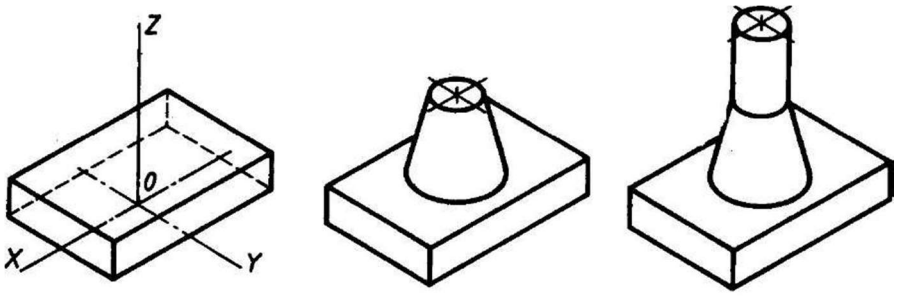

Рис. 3. Построение изометрической проекции детали на основе последовательного приращения объемов
3.Способ построения изометрической проекции на основе последовательного приращения (добавления) объемов применяется для выполнения изометрического изображения детали, форма которой получена из нескольких объемов, соединенных определенным образом друг с другом (рис. 3).